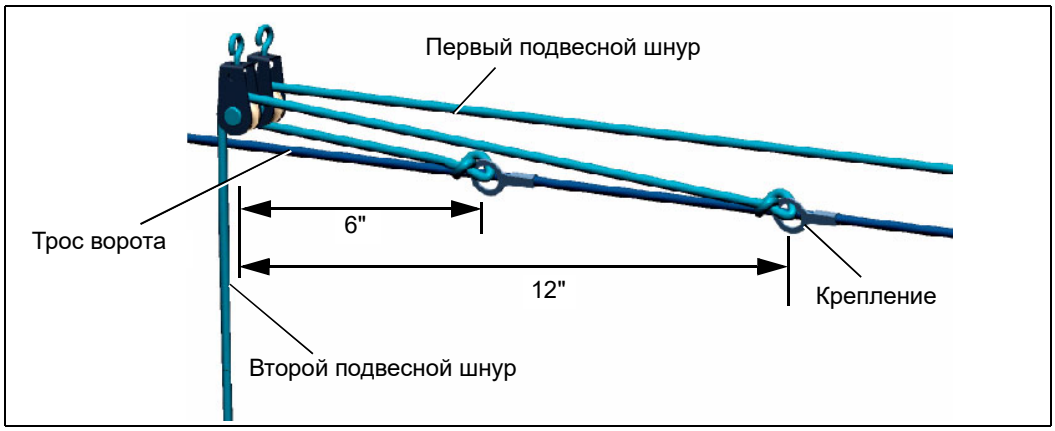

Рисунок 6B *Деталировка A*
1. Для определения длины подвесного шнура измерьте расстояние от потолка до пола и добавьте к нему 2 фута (2'). **ПРИМЕЧАНИЕ:** *Подвесные шнуры первых двух (2) или трех (3) шкивов должны быть длиннее на 10'-12'. Эта дополнительная длина предотвращает их от затягивания в ворот. Используйте паяльник для отрезания подвесных шнуров. Горячий паяльник уплотнит шнуры.*
2. Если вертикальный подъем трубопровода воды больше расстояния между воротом и шкивом, то подвесной шнур должен проходить через шкив и затем от ворота ко второму шкиву, расположенному далее по трубопроводу. Затем подвесной шнур проходит от второго шкива назад в направлении ворота к креплению, расположенному, приблизительно, на расстоянии 12" от второго шкива. *(См. Рисунок 6B.)* Этот дополнительный шаг для ситуаций со значительным вертикальным подъемом трубопровода воды обычно необходим только для первого подвесного шнура, но, возможно, он потребуется и для второго и для третьего подвесных шнуров.